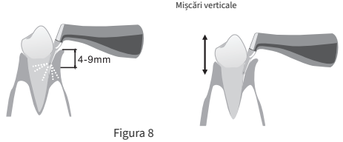

Figura 8
c) La sablarea subgingivală obișnuită cu piesa de mână subgingivală, se recomandă utilizarea duzei pentru îndepărtarea plăcii din pungile parodontale subgingivale de 4–9 mm, cu mișcări în sus și în jos, ca în **„Figura 8”**.